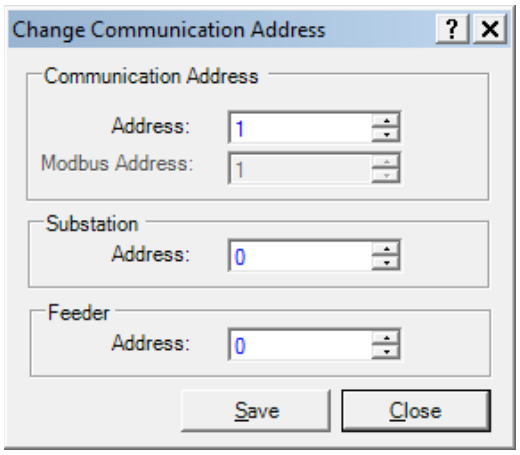

Figure 4-22 Change Communication Address Dialog Screen
2. Select **Yes.** TapTalk will display the "Change Communication Address" dialog screen (Figure 4-22).